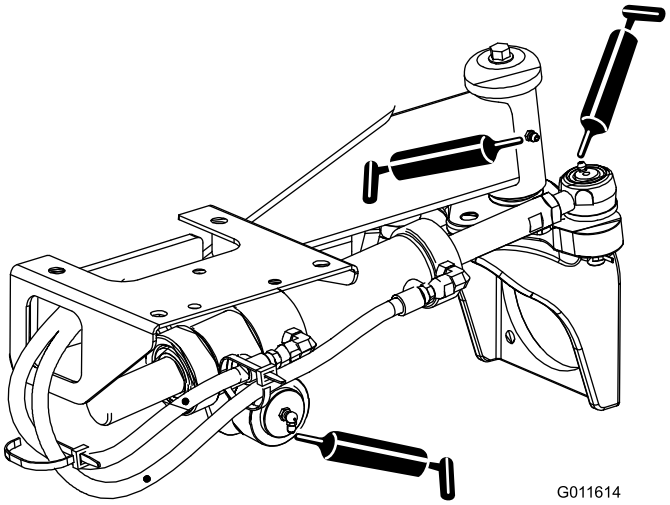

Figur 35
- Styrcylinderns kulleder (2) och bakaxel (1) (Figur 35)